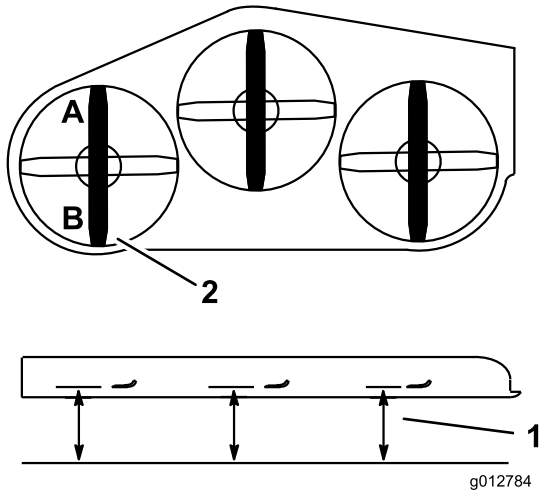

Figur 83
2. Mät den vänstra kniven vid punkt **A**, från en plan yta till knivens egg, och skriv upp måttet (Figur 83).
3. Mät den vänstra kniven vid punkt **B**, från en plan yta till knivens egg, och skriv upp måttet (Figur 83).
4. Klipparkniven ska vara ca 6 till 10 mm lägre vid punkt **A** än punkt **B** (Figur 83). Fortsätt till nästa steg om detta inte är korrekt.